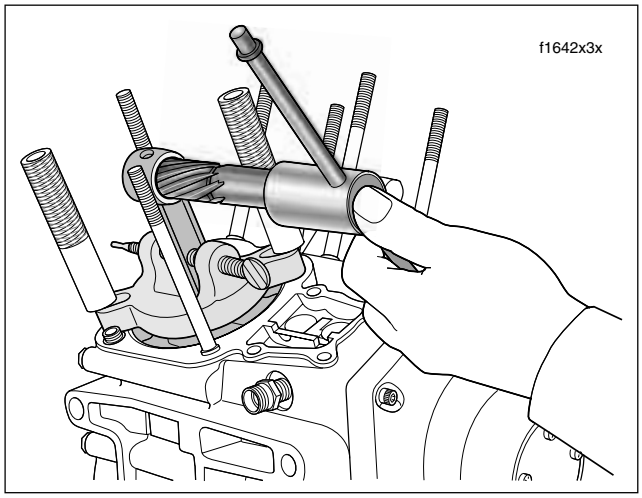

Figure 3-96. Ream Connecting Rod Bushing
b. Install handle/drive socket on reamer lug. See Figure 3-96.